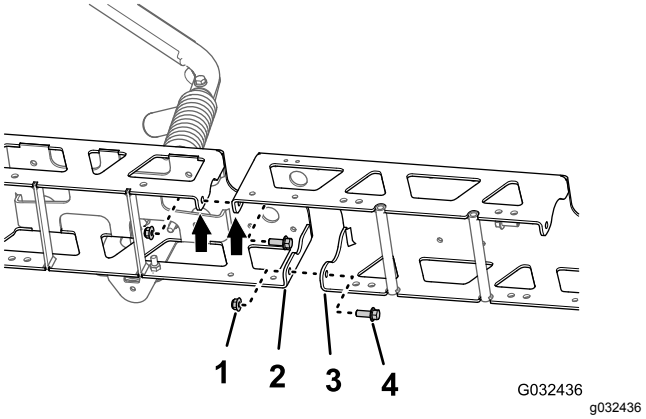

Rysunek 54
1. Ustaw otwory w pionowych kołnierzach przedłużenia środkowego wysięgnika równo z otworami w ramie kratownicowej (Rysunek 54).
2. Luźno zamocuj przedłużenie środkowego wysięgnika do ramy kratownicy (Rysunek 54) używając 2 śrub kołnierzowych (⅜ x 1 cala) i 2 nakrętek kołnierzowych zabezpieczających (⅜ cala) odkręconych w kroku 1 procedury Rozdzielanie kratownic środkowej sekcji zraszania (Strona 28).
3. Ustaw otwory w pionowych kołnierzach przedłużenia środkowego wysięgnika równo z otworami w drugiej ramie kratownicowej (Rysunek 54).
4. Luźno zamocuj przedłużenie środkowego wysięgnika do drugiej ramy kratownicy (Rysunek 54) używając 2 śrub kołnierzowych (⅜ x 1 cala) i 2 nakrętek kołnierzowych zabezpieczających (⅜ cala) z zestawu wykończeniowego systemu zraszania GeoLink (Rysunek 54).